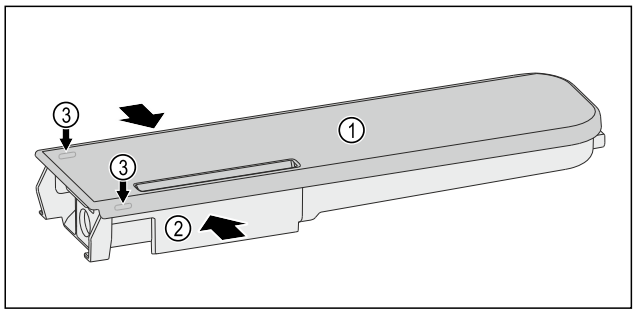

Fig. 130
▶ Nyomja össze a víztárolót *Fig. 130 (2)*, és óvatosan emelje le, a fedelet *Fig. 130 (1)* a reteszelő fülekről *Fig. 130 (3)*, majd húzza fel.
▶ Mozgassa óvatosan oda-vissza a fedelet *Fig. 130 (1)*, majd könnyed mozdulattal vegye le felfelé.